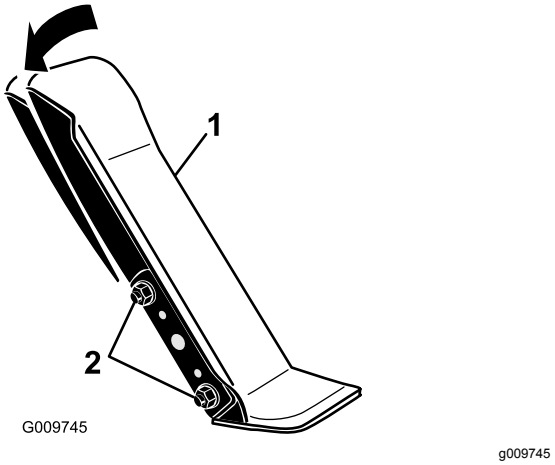

Figur 66
1. Lossa de två skruvarna och muttrarna som fäster gaspedalens vänstra sida vid fästet (Figur 66).
2. Justera pedalen till önskad funktionsvinkel och dra åt muttrarna (Figur 66).